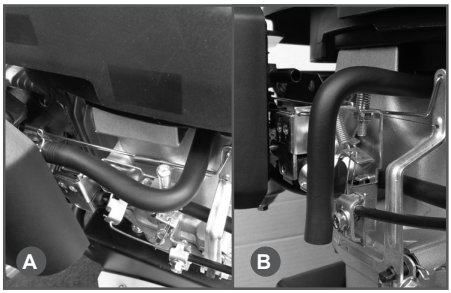

Рис. 14 Трубка сапуна
1. Трубку сапуна (вентиляции картера) (Рис. 14А) снимите со штуцера корпуса воздушного фильтра и выведите её в сторону (см. Рис. 14В). Отверстие в штуцере корпуса воздушного фильтра под трубку сапуна необходимо заглушить.